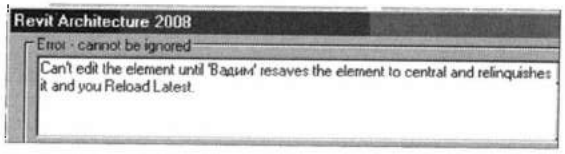

Рис. 28.16. *Установка двери на «чужой» стене*
1. Выбрать на ленте **Home** (Главная) в разделе **Build** (Формирование) инструмент **Door** (Дверь) и установить дверь на перегородке. Поскольку она принадлежит другому участнику, появится предупреждение об этом (рис. 28.16).